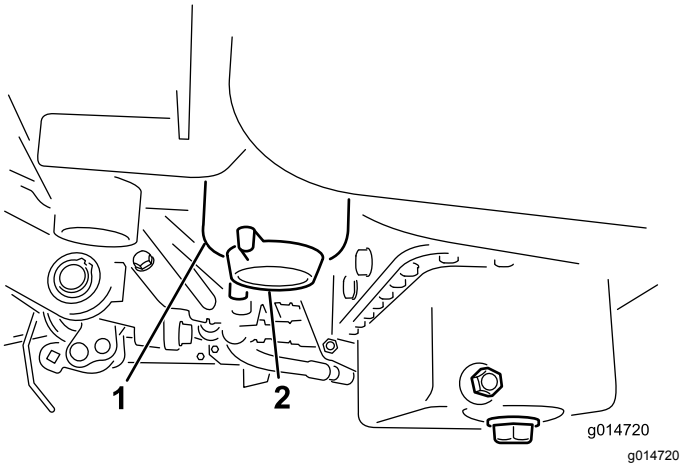

Figuur 30
2. Reinig de omgeving van de plaats waar de filterbus wordt gemonteerd (Figuur 30).
4. Open de filteraftapplug (Figuur 30).